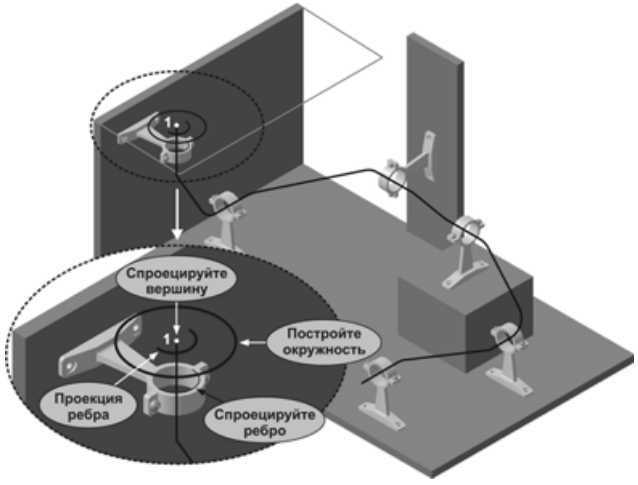

Рис. 8.71
- Создайте на плоскости **Параллельная плоскость:1** на ветви **Труба** новый эскиз. Сделайте вид крупнее, как это показано на рис. 8.71.
- Спроецируйте в эскиз вершину 1 пространственной ломаной и дугообразное ребро **Кронштейна** (рис. 8.71).